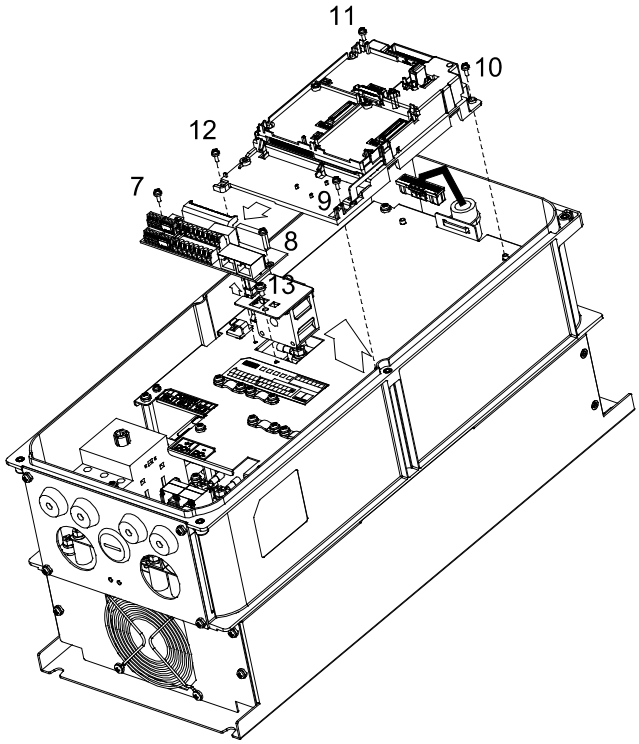

Рис. 3
3. Открутите винты 8~13 и снимите вентилятор (см. рис. 3)